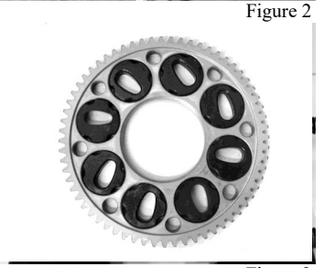

Figure 3
- Remove the primary drive gear and the stock cushions (Figure 3)